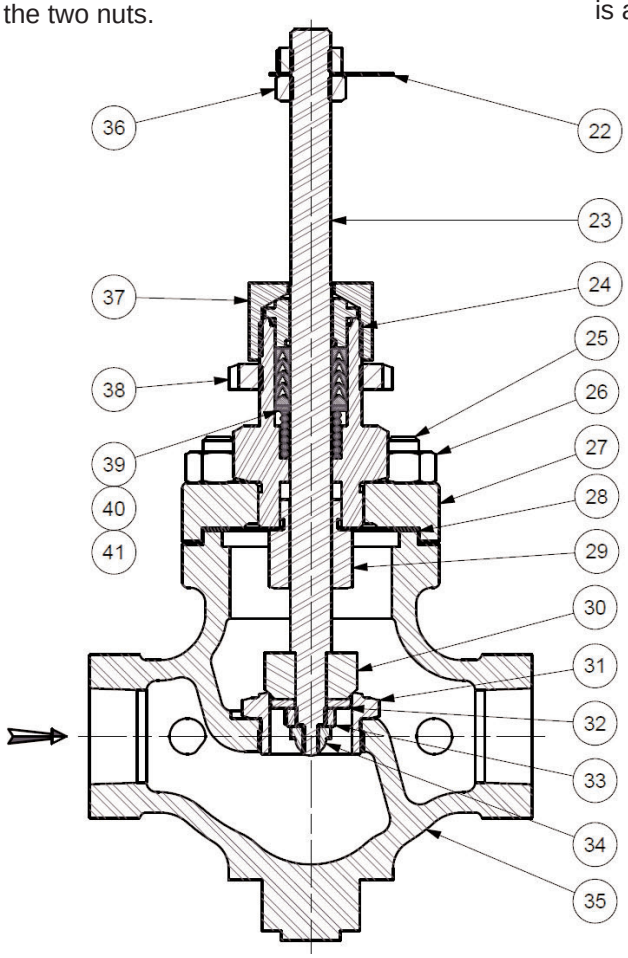

Figure 2 - Valve Body Assembly
Remove stem nuts (36), indicator (22), packing nut (37) and lock nut (38) as shown in Figure 2. Lift yoke off the bonnet (24). Remove bonnet nuts (26) and lift off bonnet flange (27), bonnet and stem and plug assembly. Remove gasket (28). A new gasket should be installed each time the valve body is disassembled. Turn stem and plug assembly out of the bonnet through packing. Replace packing if necessary. All parts should be inspected for wear and cleaned thoroughly before reassembling the valve body.